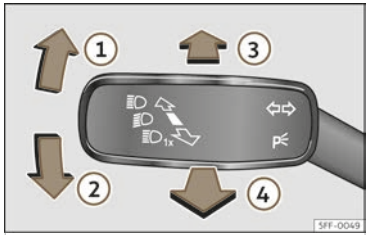

Fig. 108 Turn signal and main beam lever (depending on the version).
- From the neutral position, press the turn signal and main beam headlights lever forwards >>> Fig. 108 ③.
- **EITHER:** if main beam assist is on, pull the turn signal light and main beam headlights lever back >>> Fig. 108 ④.